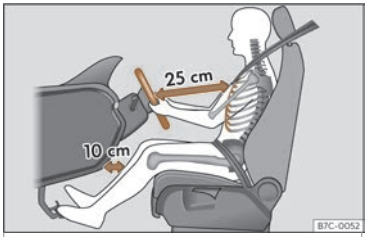

Fig. 2 A separación correcta entre o condutor e o volante debe ser de polo menos 25 cm (10 polgadas).
- Axuste o volante para que estea a unha distancia de polo menos 25 cm (10 polgadas) do esterno››› **fig. 2** e o poda suxeitar con ámbalas dúas mans polos lados, pola parte exterior, cos brazos lixeiramente flexionados.
- Axuste o asento lonxitudinalmente para que poida pisar completamente os pedais cos xeonllos lixeiramente dobrados e que quede unha distancia entre a zona dos xeonllos e o taboleiro de instrumentos polo menos de 10 cm (4 polgadas)››› **fig. 2**.